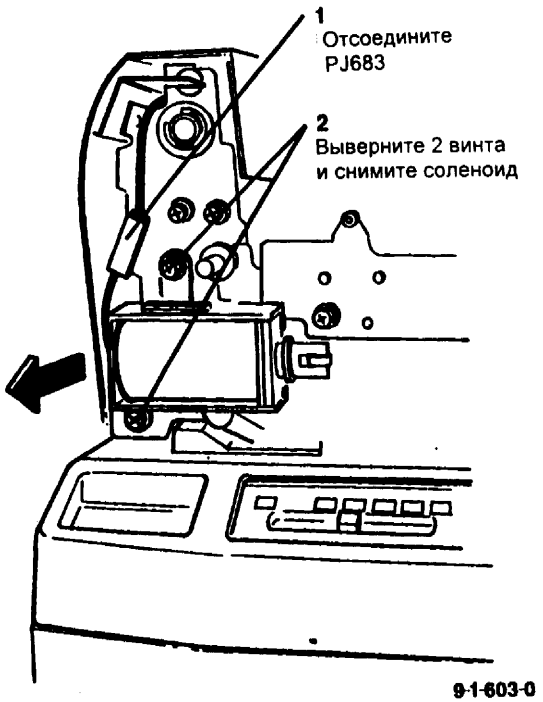

Рис. 1 Снятие узла соленоида
2. (Рис. 1) Снимите узел соленоида регистрации по кромке.